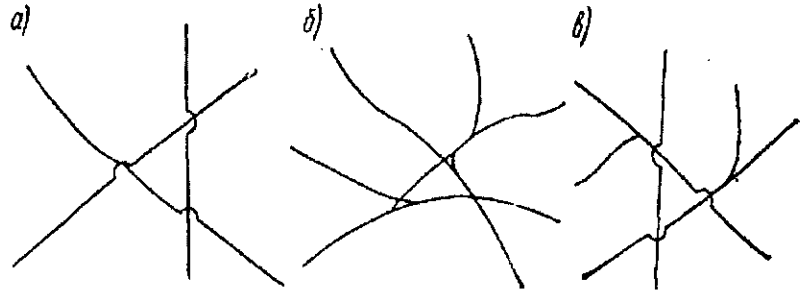

Рис. 13.1.1. Схеми ліній метрополітену за ступенем їх взаємопов'язаності
– мережа роз'єднаних, не зв'язаних між собою ліній, що розв'язуються в пунктах перетину в різних рівнях (рис. 13.1.1, *а*);
– мережа взаємопов'язаних ліній зі стрілочними переводами в пунктах перетину (рис. 13.1.1, *б*);
- комбінована мережа, що складається з роз'єднаних ліній з розгалуженнями в окремих найбільш важливих напрямках (рис. 13.1.1, *в*).